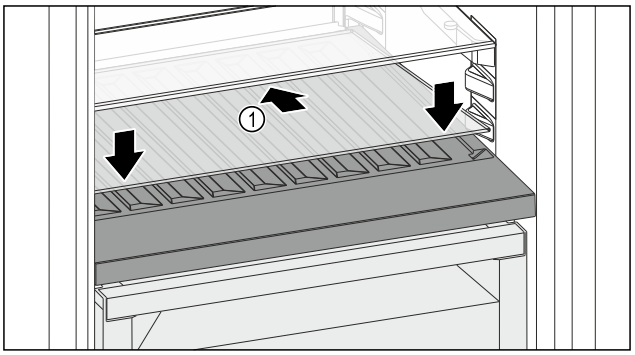

Fig. 188
▶ Așezați placa de sticlă *Fig. 188 (1)* oblic și spre spate înclinată în jos.
▶ Coborâți în față placa de sticlă *Fig. 188 (1)*.